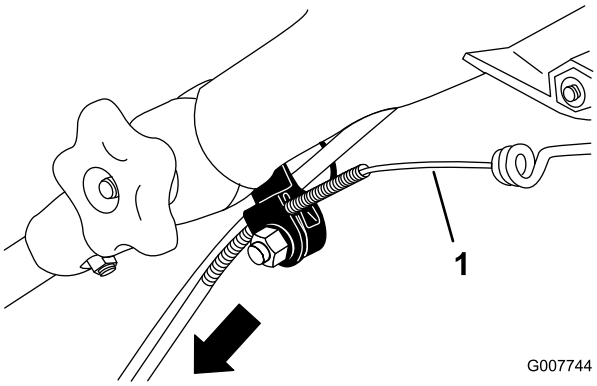

Figur 33
3. Dra kabelhöljet nedåt så att den exponerade kabeln sträcks (Figur 33).